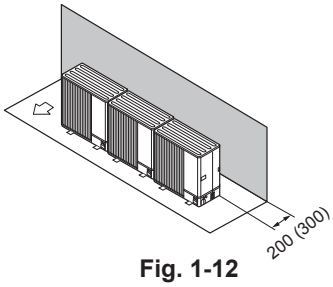

Fig. 1-12
① Obstacles at rear only (Fig. 1-12)